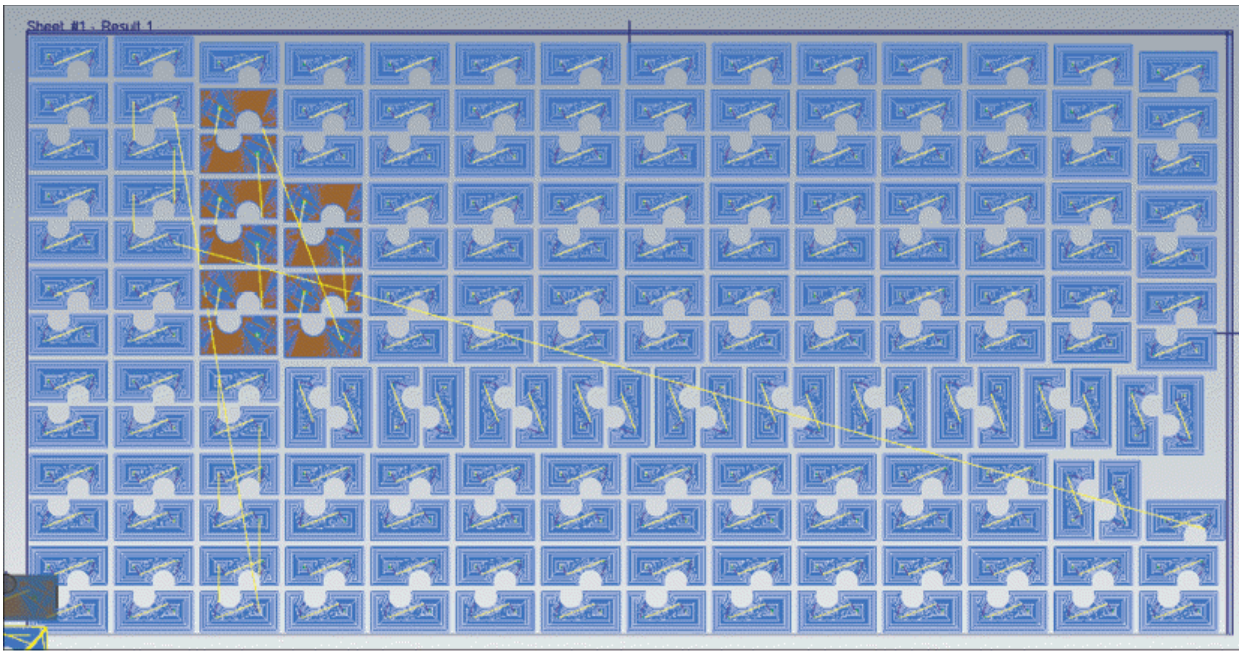

Figure-43. Nested toolpaths created
- Using the buttons at the bottom in the dialog box, you can save, export, copy, delete, sort, and drag the report as desired. After setting desired parameters, click on the **OK** button from the dialog box. The nested toolpaths will be created; refer to Figure-43.